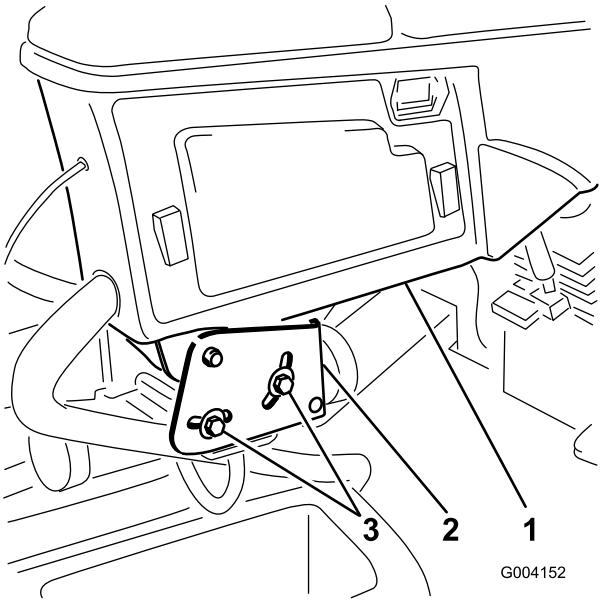

Figur 2
1. Løsn de to bolte, der fastgør styrearmen til holdebeslaget (Figur 2).